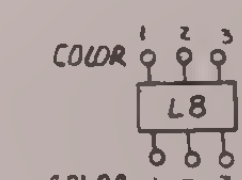

FIGURE 2
7. INSTALL L8 LEADS SO WIRE COLOR PAIRS ARE MATCHED ON EITHER SIDE OF PART. SEE FIGURE 2